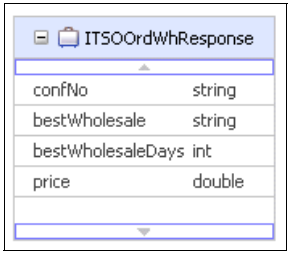

Figure 10-20 Business object ITSOOrdWhResponse
11. Double-click the **ITSOOrdWhResponse** business object to open it in the Business Object Editor. Then add the attributes shown in Figure 10-20.